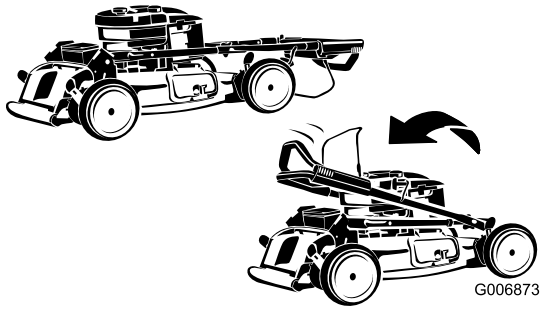

Bild 37
2. Klappen Sie den oberen Griff nach vorne, siehe Bild 37.